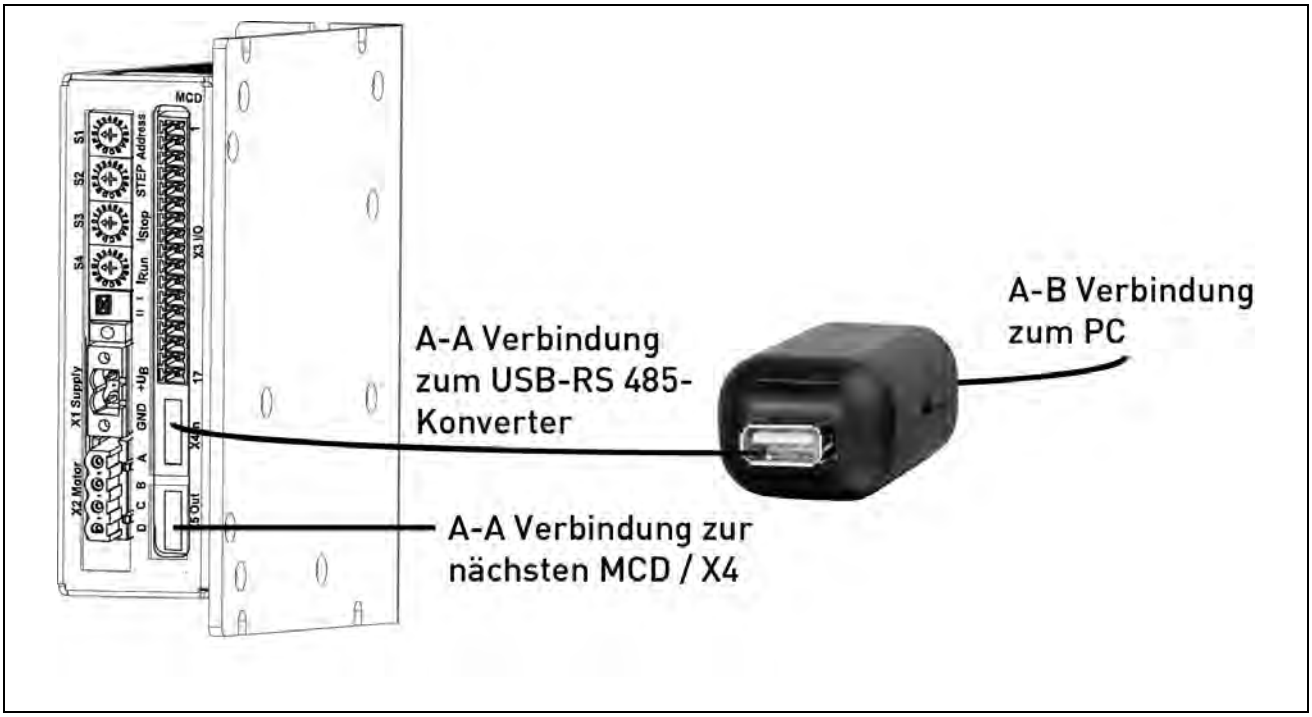

Abb. 30: Endstufe MCD mit phytron USB-RS485-Konverter
Der phytron USB-RS485-Konverter wird mit einem kurzen A-A Verbindungskabel (20 cm) an X4 (IN) gesteckt. Bei mehreren Achsen erhält die erste MCD-Endstufe, an die der USB-RS 485-Konverter gesteckt ist, die Adresse 0. Alle weiteren Endstufen werden fortlaufend adressiert (Abb. 30).